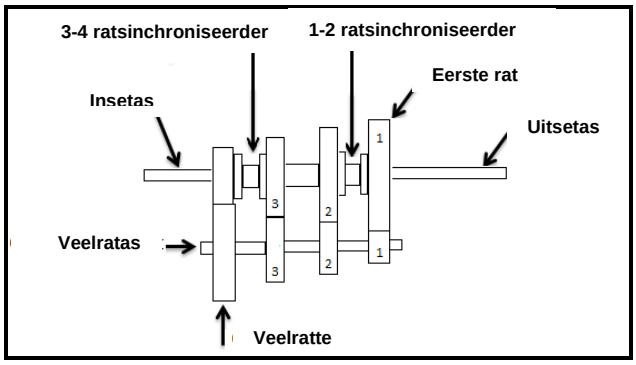

FIGUUR 2 (3)
2.2 Teken FIGUUR 2 hier onder in die ANTWOORDBOEK oor en dui die pad van die kragoordrag na vierde rat aan deur 'n donker lyn deur die toepaslike ratte en asse te teken.